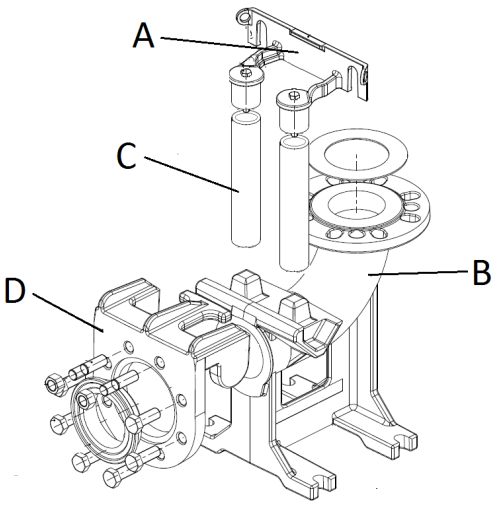

Fig. 5
- Fixaţi scara de ancorare tuburi (fig. 5 – poz. A) de ghidare la marginea bazinului.
- Plasaţi pe fundul puţului piciorul de susţinere pentru cuplarea automată (fig. 5 – poz. B) şi controlaţi, printr-un fir de plumb, că proiecţiile conice pentru angajarea de tuburi de ghidare sunt perfect perpendiculare pe proiecţiile corespunzătoare ale suportului de ancorare al marginei bazinului. Verificaţi şi platitudinea cu o nivelă cu balon de aer.
- Marcaţi poziţia fantelor de pe piciorul de sprijin, asadar arataţi lungimea exactă a tuburilor de ghidare (fig. 5 – poz. C).